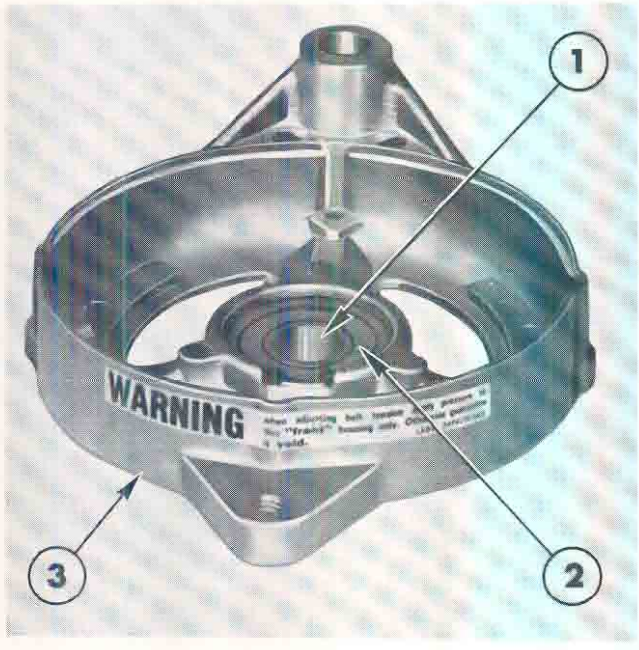

Figure 48
6. Replace the front bearing retainer in the recess, Figure 48. Make certain the retainer ears line up with the opening in the housing. Use a wood dowel or a $1\frac{1}{8}$ in (29 mm) socket to exert pressure on the retainer while locking the edge into the recess.